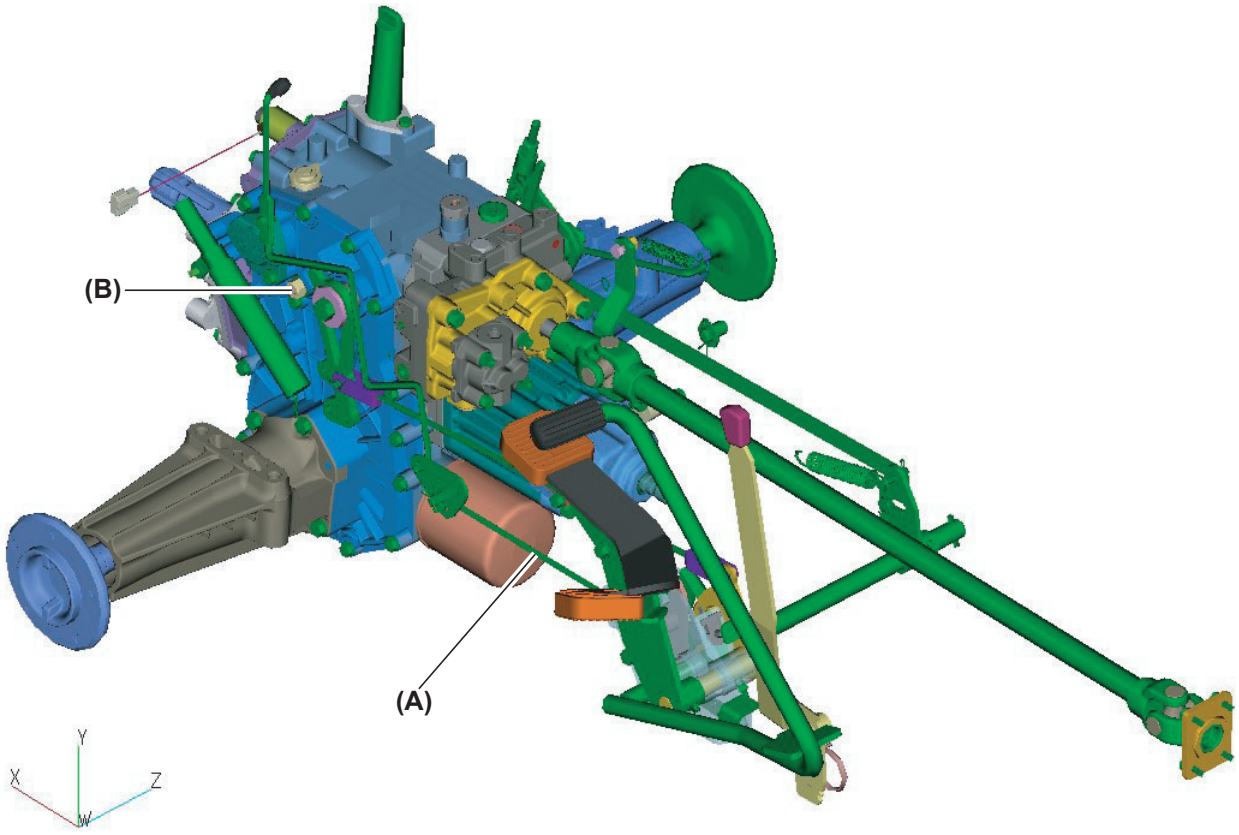

Fig. 1
- The photo above shows the fender deck removed in order to illustrate the location for adjustment. Adjustment can be accomplished through the cutout in the right side of the frame (Fig. 1, (A)).
2. Loosen the lock nut on turn buckle (Fig. 1, (A)).